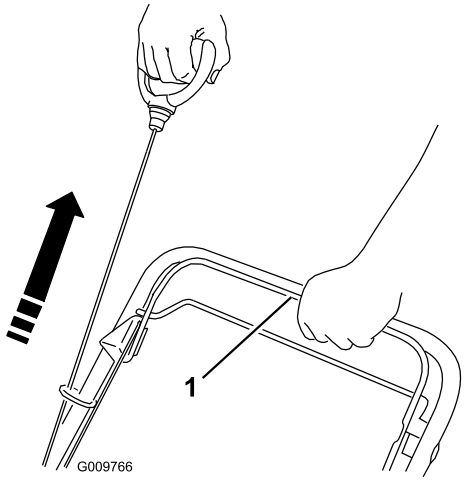

Bild 17
3. Ziehen Sie am Rücklaufstartergriff, bis Sie einen Widerstand spüren. Ziehen Sie ihn dann kräftig durch (Bild 17).